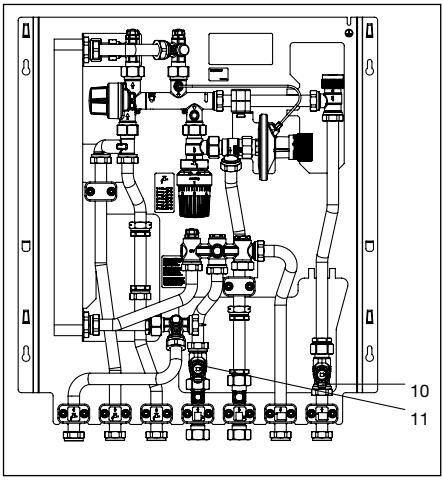

Abb. 8.1 Einbauposition Schmutzfänger
- Reinigen der Schmutzfänger (Abb. 8.1).